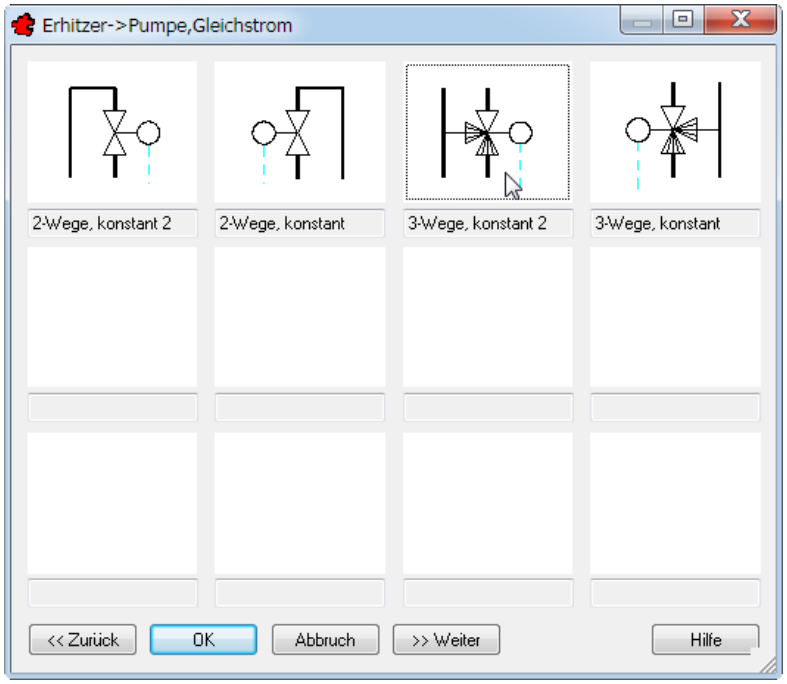

Bild 28.14 – Wahl der Ventile für die Pumpe
- Das Ventil konfigurieren Sie im folgenden Dialogfeld als *3-Wege, konstant 2* (Abb. 28.14).